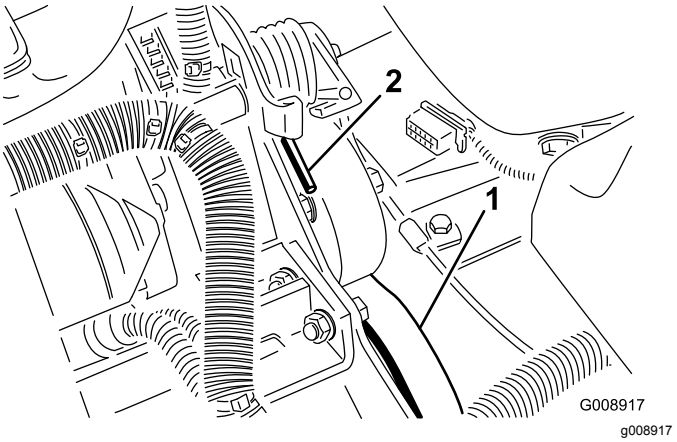

Figuur 71
2. Druk het uiteinde van de veer omlaag en naar voren (Figuur 71) om deze los te maken van de beugel en de veerspanning op te heffen.